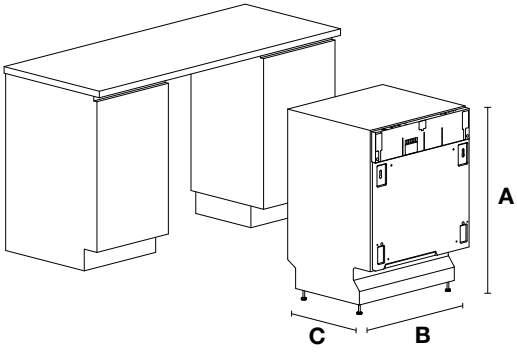

Fig. 4-01
en el cuadro que contiene las figuras se indica, en la parte inferior derecha, su numeración progresiva. Un ejemplo de numeración puede ser “Fig. 4-01”, donde la primera cifra (4) corresponde al capítulo al cual pertenece la figura, mientras que la segunda cifra (01) corresponde al número progresivo de la figura en el capítulo 4 (en el ejemplo la Fig. 4-01 corresponde a la primera figura del capítulo 4). La numeración de las tablas se gestiona del mismo modo, teniendo en cuenta que, en lugar de “Fig.”, se utiliza la abreviatura “Tab.” (p.ej. Tab. 4-01, que corresponde a la primera tabla del capítulo 4). En caso de que la tabla ocupe diferentes páginas, se añadirá una letra después de la cifra progresiva (p.ej. “Tab. 4-01a” y Tab. 4-01b”).
4 DIMENSIONES DEL LAVAVAJILLAS *(Véase la fig. 4-01)*